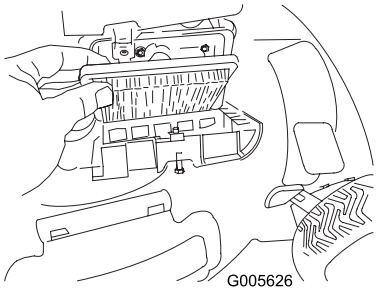

Figur 30
2. Byt ut luftfiltret (Figur 30).